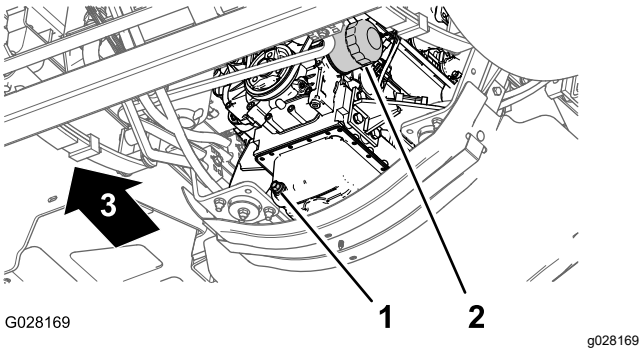

**Figur 74**
3. Placera ett avtappningskärl under motoroljefiltret (Figur 74).
4. Ta bort det gamla oljefiltret (Figur 74).
8. Montera oljefiltret i filteradaptern och vrid oljefiltret medurs tills dess att gummipackningen vidrör filteradaptern och skruva sedan åt filtret ytterligare ½ varv (Figur 74).
1. Rikta in ett kärl under avtappningspluggen (Figur 74).
2. Ta bort avtappningspluggen (Figur 74) och låt all olja rinna ut.